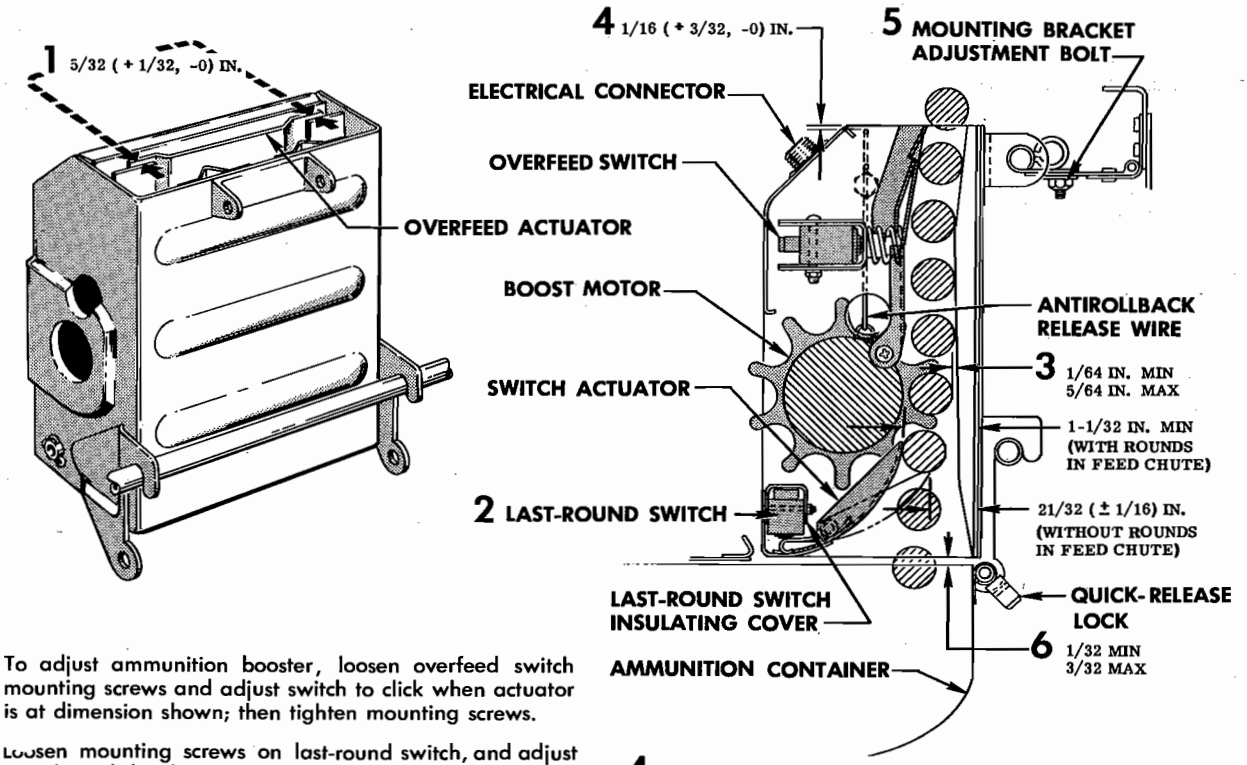

Figure 9-24. Adjusting Ammunition Boosters
9-119. The .50-caliber booster assembly, consisting of an ammunition boost motor and last-round and overfeed switches, is mounted in a housing and installed directly above the ammunition container. The motor, controlled by the last-round and overfeed switches, assists the guns in lifting ammunition from containers. Hughes 110-2100-1, -10, and -11 or AiResearch 29492-1 and -2 boost motors may be installed, as both motors are completely interchangeable. The motor drives a double sprocket which engages the ammunition-filled belt links. The boost motor is equipped with an antirollback device to prevent ammunition from creeping backward during an overfeed condition. When the guns are being fired and an ammunition belt jam occurs between either boost motor and gun, the subsequent buckling action of the ammunition belt deflects a spring-loaded actuator in the booster, actuating the overfeed switch to stop the motor. The gun continues firing rounds, removing rounds from between the gun and the booster until all excess rounds are fired. This releases the actuator and the last-round switch, which restarts the boost motor. The boost motors operate as long as the trigger remains depressed, provided the boost motors do not overfeed or ammunition is not expended. When the last round feeds through the booster, an additional spring-loaded actuator is released to actuate the last-round switch and stop the boost motor. A mechanical release (figure 9-24) is provided on the booster for clearing ammunition jams between gun and booster. A lift of approximately ¼ pound must be exerted on the wire at the top forward face of the housing to release the antirollback mechanism before the ammunition can be pulled (in reverse direction) back through the sprockets. Lifting this wire does not cause the boost motor to freewheel. A 30- to 35-pound pull is required on the ammunition belt to overcome the force of the 120-to-1 gear ratio between the sprocket and boost motor.
a. Make certain booster electrical control switches are properly adjusted (before installation); then, with booster in mounting position, check for proper clearance. (See figure 9-24.)
9-122. ADJUSTING AMMUNITION BOOSTERS. See figure 9-24.